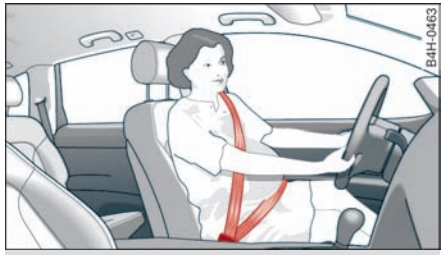

图 179 孕妇系带安全带的方式 ▶
- 拉住锁舌将安全带缓慢匀速地拉出，围过胸部及髋部。髋部安全带部分应尽可能低，以免腹部受压 ⇨ *图 179*，⇨ ⚠。